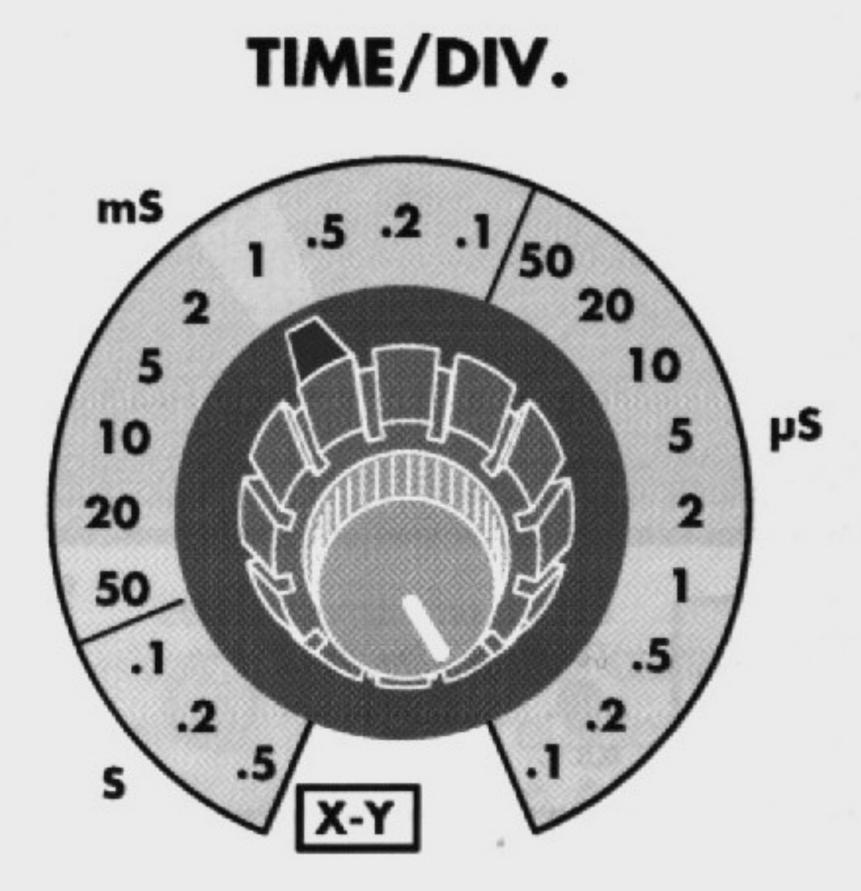

Fig.4 Para ver la señal con el aspecto mostrado en las Figs.8-9-10 hay que posicionar el control Time/Div. en 1 milisegundo.
- Ajustar el selector **Time/Div**. a un tiempo de **1 milisegundo** (ver Fig.4) de forma que se vea en pantalla la señal obtenida del **Generador RF** (ver Fig.9).
E: Selector de la Base de Tiempos o Time/Div. (ver Fig.4).